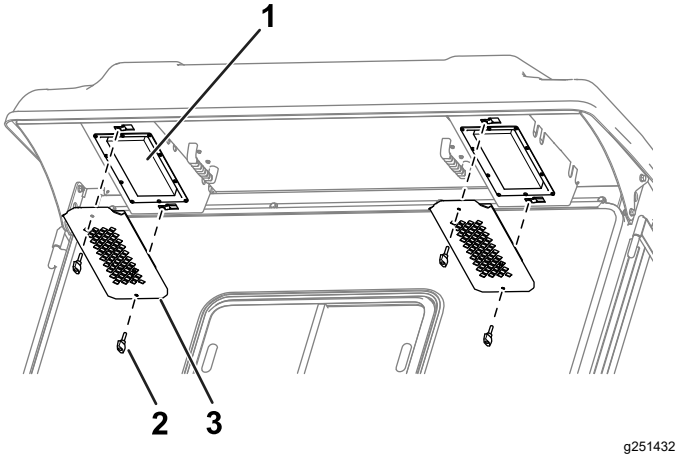

Figura 83
1. Rimuovete i pomelli e le griglie dalla sporgenza posteriore della cabina (Figura 83).
4. Utilizzate i pomelli e le griglie per montare i filtri nella cabina (Figura 83).